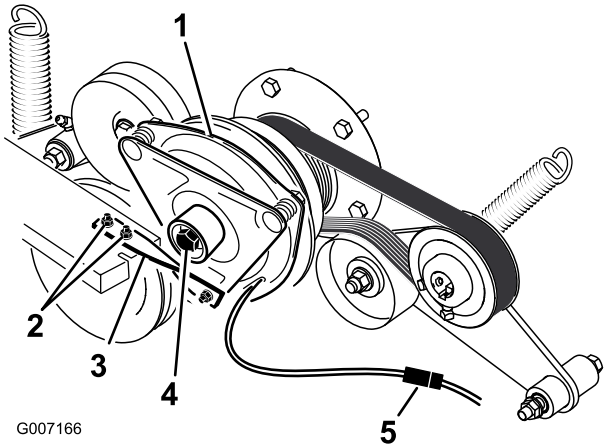

Figur 62
5. Koppla ur kopplingens elektriska kontakt (Figur 62).
6. Lossa de bultar som fäster gummikopplingsremmen i klipparramen (Figur 62).
7. Lossa centrumbulten som fäster kopplingen vid motoraxeln och ta bort kopplingen och nyckeln (Figur 62).
14. Håll i vevaxeln på maskinens baksida, fäst centrumbulten och dra åt den till 68 Nm (Figur 62).
15. Montera gummikopplingsremmen på klipparens ram med de två bultar och muttrar som du tog bort tidigare (Figur 62).
17. Koppla in kopplingens elektriska kontakt (Figur 62).